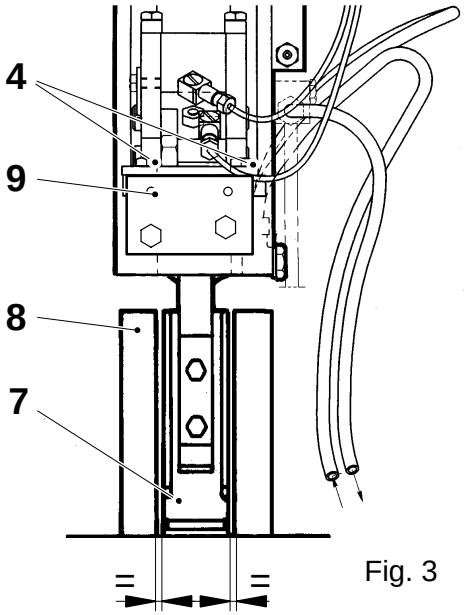

Fig. 3
h) Loosen the screws (4). Set the side lugs (7) positioned symmetrically ±0.2 mm between the stations (8), see fig. 3, by shifting the pressure unit lengthwise.